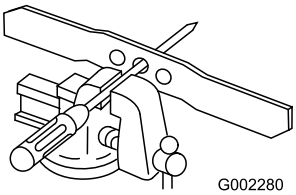

Figur 27
1. Kontrollera knivens balans genom att lägga den med det mittersta hålet över en spik eller en skruvmejsel som fästs horisontellt i ett skruvstäd (Figur 27).